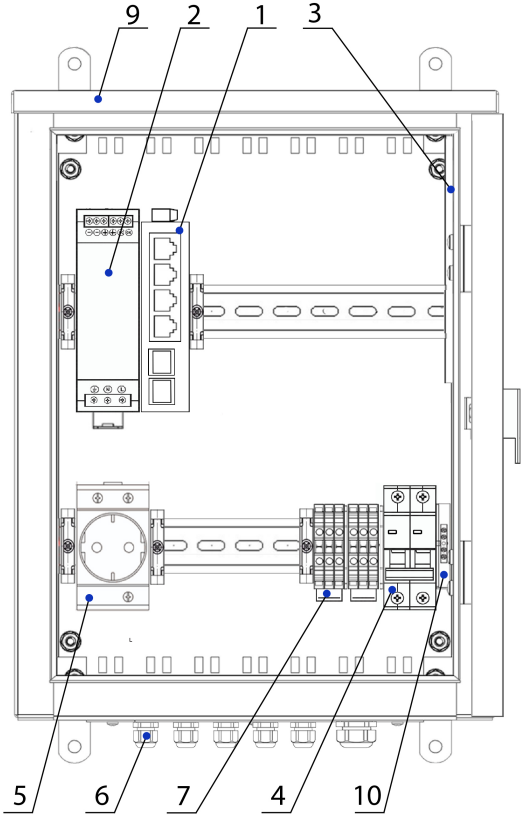

Рис.1
СОСТАВ ИЗДЕЛИЯ (СМ. РИС.1)
1. Заземлить изделие при помощи зажима наборного 10 (Рис.1).
5. Подключить кабель питания к входу автомата питания 4 (рис.1).